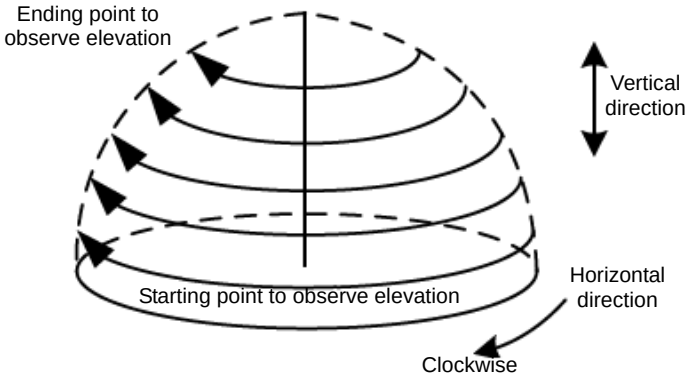

**Figure 2. Volume scan mode**
- **Volume scan (3D data):** (ref. Fig.2)